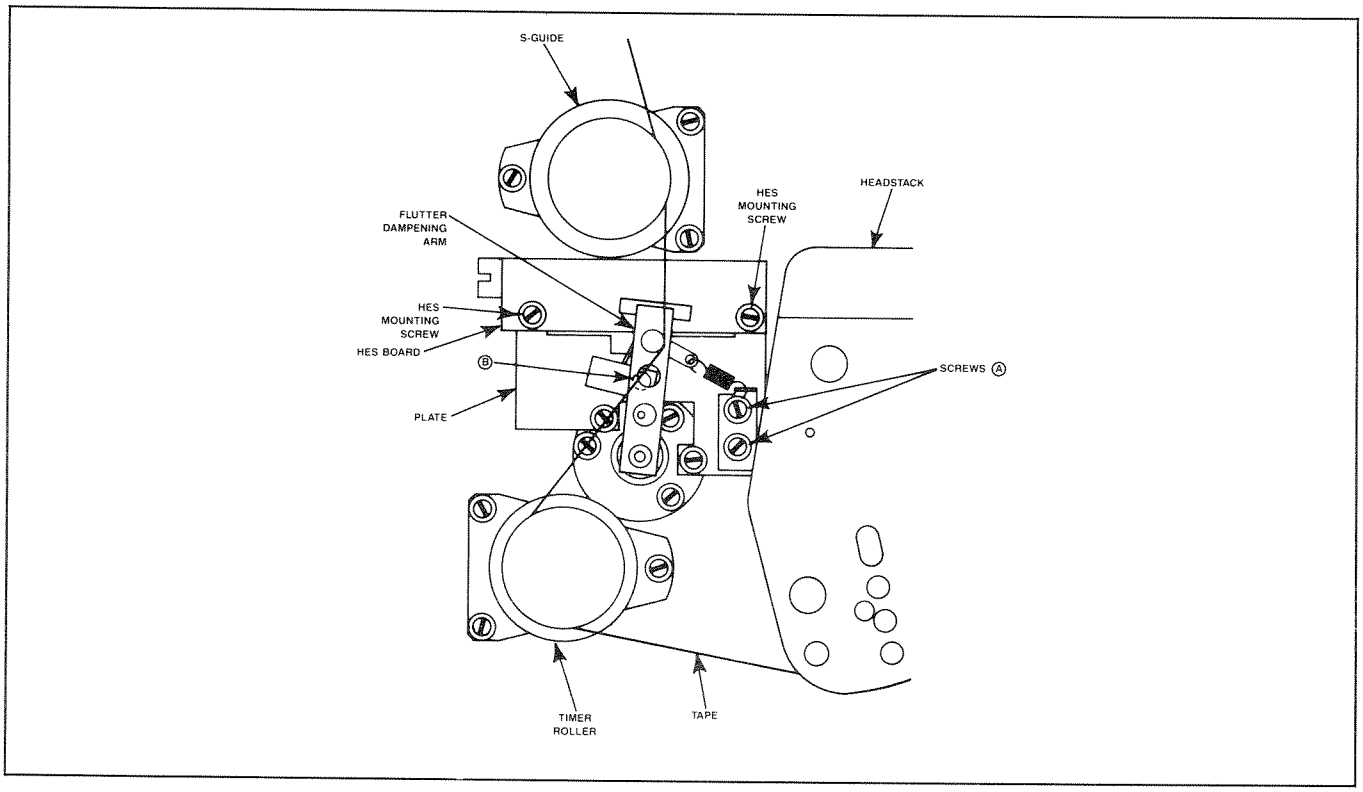

Figure 6-22. Flutter Dampening Arm Adjustment
STEP 11 Loosen the screws labelled Ⓐ and Ⓑ in Figure 6-22.